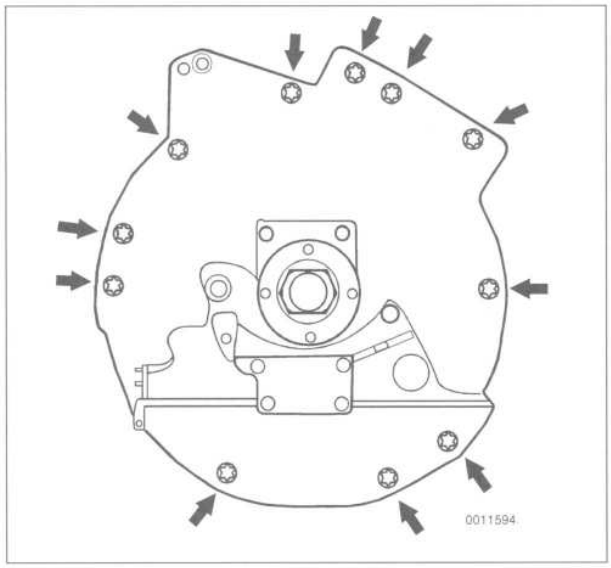

Fig. 11. Transmission to engine mounting bolts (**arrows**).
13. Remove bolts from transmission bellhousing. See Fig. 11.